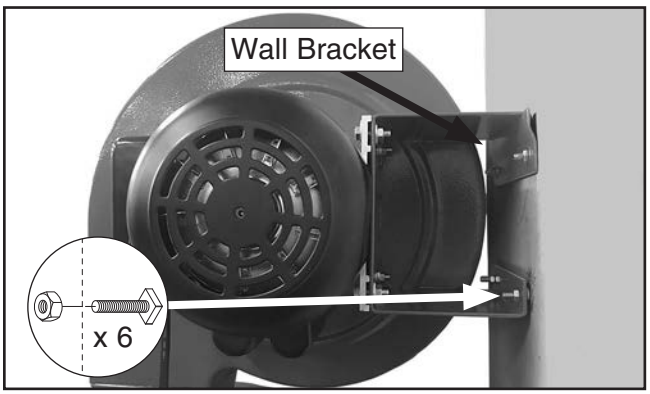

Figure 11. Dust collector hung on wall bracket.
4. Attach (2) ¼"-20 x ¾" T-bolts and ¼"-20 hex nuts to bottom arm of dust collector mount (see **Figure 11**).
5. With help from an assistant, hang dust collector on wall bracket (see **Figure 11**). Ensure T-bolts support dust collector so that machine is perpendicular to wall.